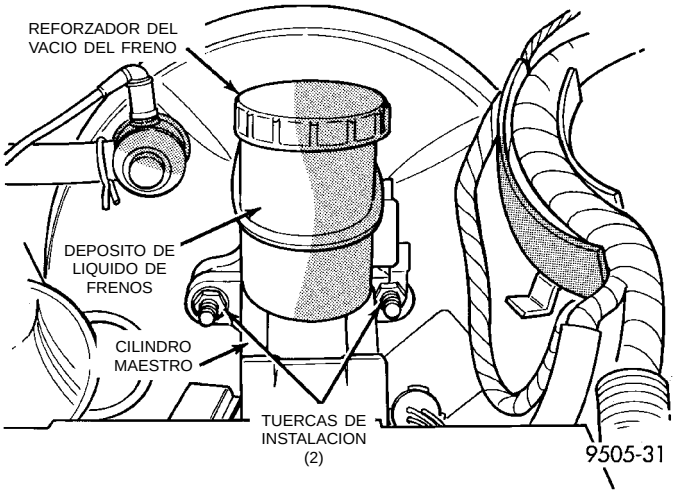

Fig. 14 Instalación del cilindro maestro
(5) Retire las 2 tuercas (Fig. 14) que fijan el cilindro maestro a la unidad del reforzador del servofreno.
(14) Coloque el cilindro maestro sobre los pernos espárrago de la unidad del servofreno, alineando el vástago de pistón en el reforzador de vacío del servofreno con el vástago de pistón del cilindro maestro.
(15) Instale las 2 tuercas de instalación del cilindro maestro en la unidad del servofreno (Fig. 14) y apriételas con una torsión de 28 N·m (250 libras pulgada).